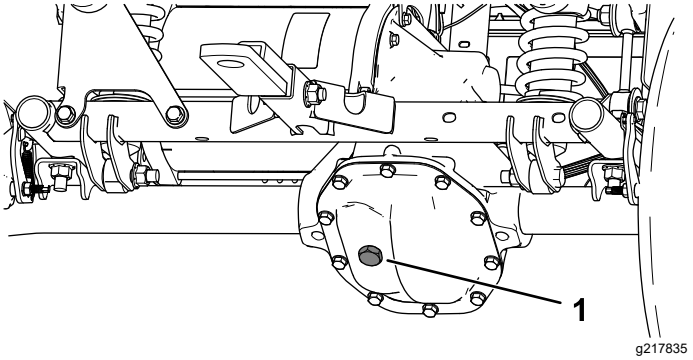

Figur 51
4. Fjern påfyldningsproppen på transakslen (Figur 51).
5. Hvis væskestanden er lav, skal du fjerne påfyldningsproppen og påfylde den angivne væske, indtil den løber ud af hullet (Figur 51).
4. Fjern påfyldningsproppen på gearkassen, og påfyld gearkassen med den angivne væske, indtil den løber ud af påfyldningshullet (Figur 51).